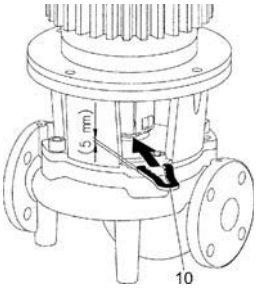

Fig. 19: Zakładanie widełek montażowych
- Wsunąć widełki montażowe (Fig. 19, poz. 10) między latarnię a sprzęgło. Nie może być luzu między widełkami montażowymi a elementami pompy.